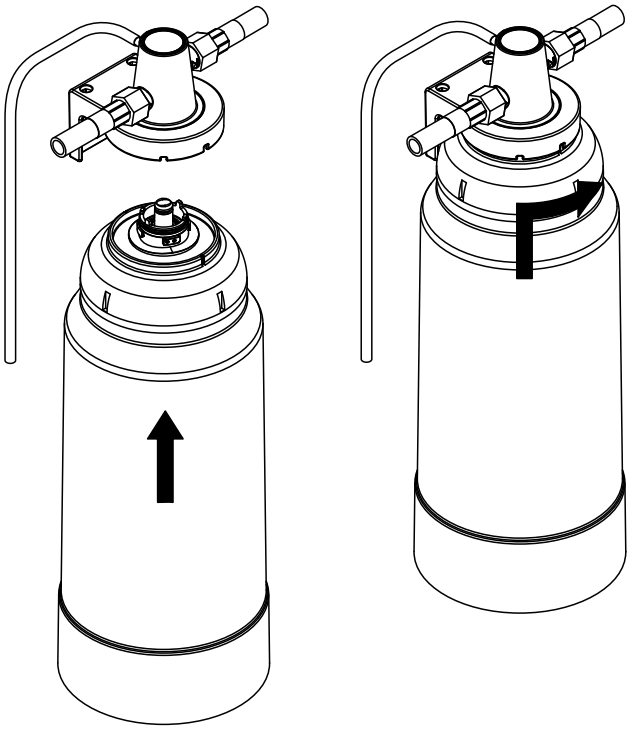

Abb. 15: Neue Kartusche einbauen
9. Drehen Sie die Kartusche mit leichtem Druck gegen oben in Pfeilrichtung wie in *Abb. 15* gezeigt, bis der Bajonettverschluss geschlossen ist (ca. 45°).